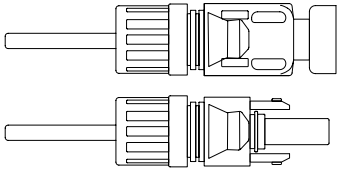

Figure 2.13 Contact Pin Assembly Diagram
3) Insert the pin into the top of the connector, then screw the cap nut onto it. (See Figure 2.13)